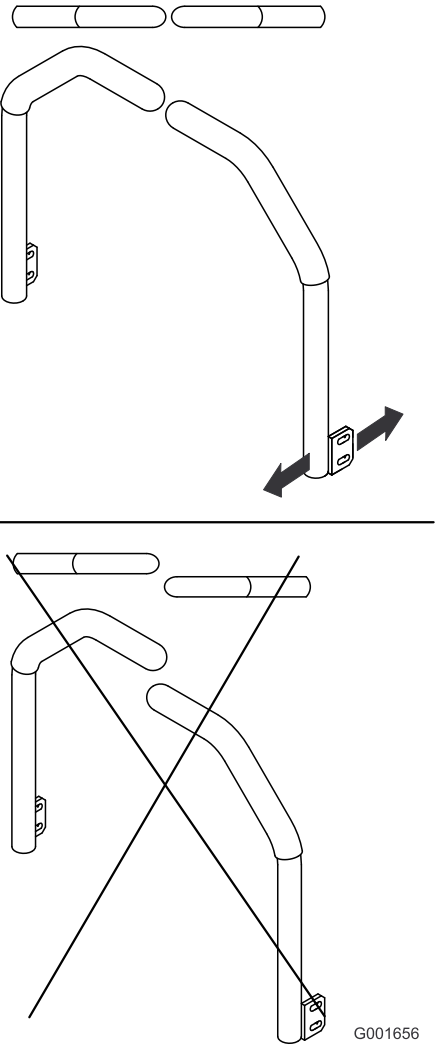

**Figur 62**
5. Justera rörelsereglagen så att de är i linje med varandra (Figur 62) och dra åt bultarna så att reglagen fästs vid stolparna.